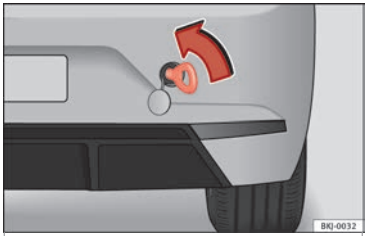

Fig. 111 Parte derecha del parachoques trasero: argolla de remolque enroscada.
– Atornille la argolla de remolque hasta el tope en la rosca ››› fig. 111 y apriétela con la llave de rueda.